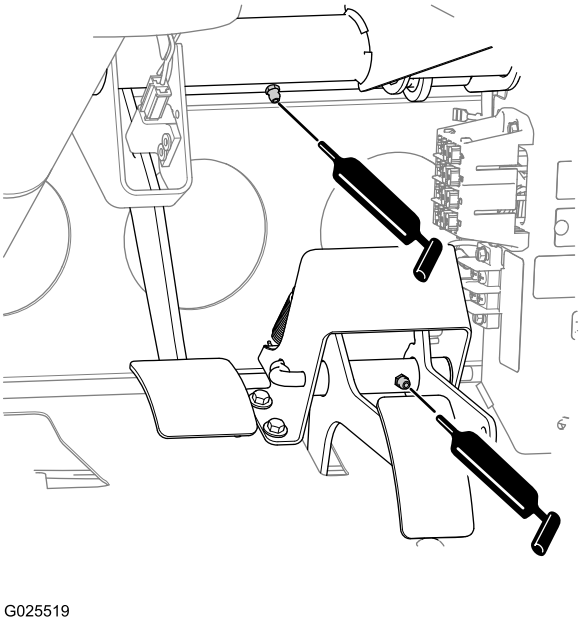

图38
- **刹车1 个**请参阅图38
- **油门1 个**请参阅图38